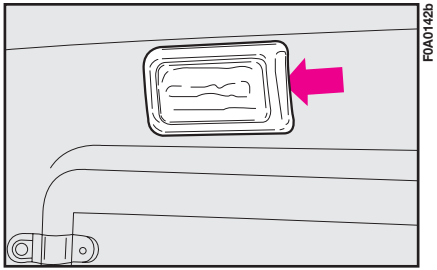

fig. 35
1) Dégager le plafonnier **fig. 35** en agissant sur le cadre du transparent monté par pression, au point indiqué par la flèche.